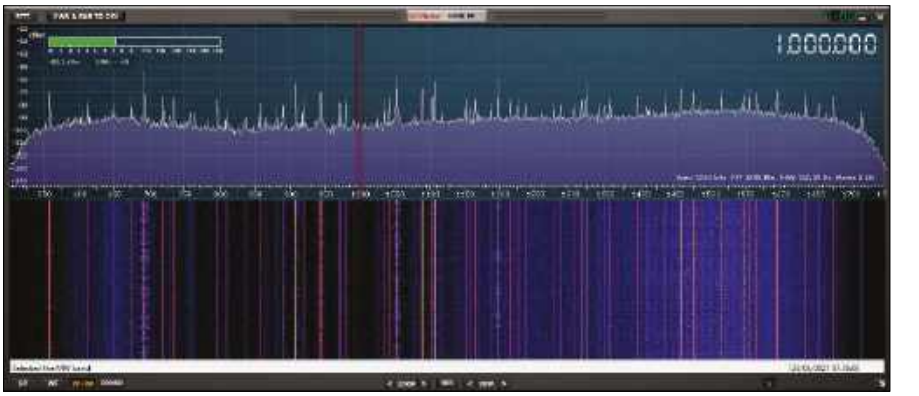

Rysunek 5.1. Widmo w paśmie średniofalowym, zmierzone w pracowni autora
Przedstawimy to w praktycznym kontekście. **Rysunek 5.1** pokazuje normalne widmo częstotliwości i wykres wodospadowy sygnałów radiowych w paśmie fal średnich (MW), zmierzone w pracowni autora. Wykres widma przedstawia amplitudę sygnału w zakresie od 500 kHz do 1,8 MHz, natomiast „wodospad" pokazuje, jak amplitudy sygnału zmieniają się w czasie. Wyraźnie widoczne są poszczególne stacje radiowe nadające na falach średnich. Poziom szumu wynosi około –100 dB. Porównajmy to widmo z drugim, pokazanym na **rysunku 5.2**, gdzie w pobliżu anteny analizatora widma pracował tani zasilacz impulsowy 5 V. Należy zauważyć, że poziom szumów wzrósł o około 18 dB, a szerokopasmowe składowe harmoniczne z zasilacza maskują wszystkie sygnały stacji radiowych z wyjątkiem najsilniejszych. Przebieg na wyjściu zasilacza wytwarzającego zakłócenia elektromagnetyczne pokazano na **rysunku 5.3**. Widać efekty przełączania (taktowania przetwornicy) o amplitudzie 100 mV i częstotliwości około 20 kHz. Aby poprawić parametry jakościowe zasilacza i zachować zgodność z odpowiednimi przepisami EMC, pilnie potrzebne byłoby dodatkowe filtrowanie i ekranowanie!